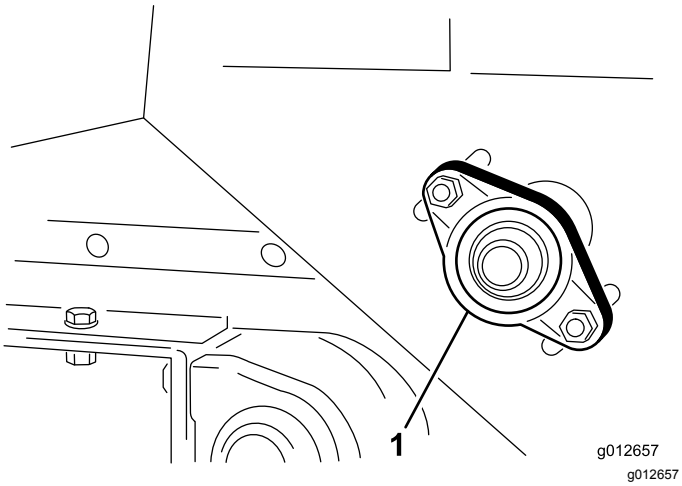

**Figur 38**
1. Løsn møtrikkerne, der fastgør lejehuset (Figur 38) på den højre side af maskinen.